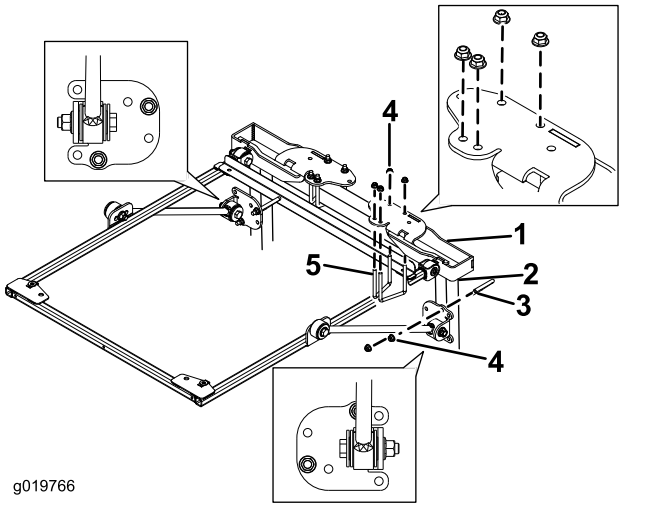

Figur 28
5. Plasser veltebeskyttelsens monteringsbraketter på toppen av trekkenhetens veltebøyle (Figur 28). Påse at veltebøylen er sentrert i veltebeskyttelsens monteringsbraketter.
6. Bruk monteringshullene som vist i Figur 28, og monter hver av veltebeskyttelsens monteringsbraketter på toppen av veltebøylen med to U-bolter (2 3/4 tomme) og fire flensmuttere.
7. Bruk monteringshullene som vist i Figur 28, og fest hver avstiverbrakett løst til veltebøylestolpene med en U-bolt (4 tommer) og to flensmuttere.